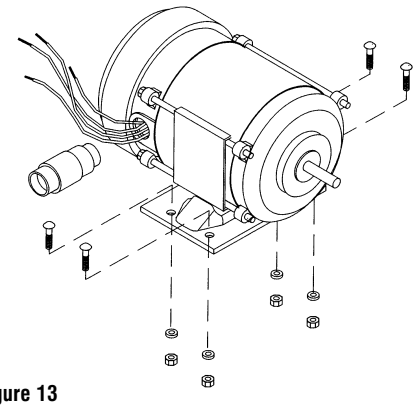

Figure 13
E. Remove 4 bolts in motor base holding it to rear cabinet shelf. See Figure 13.